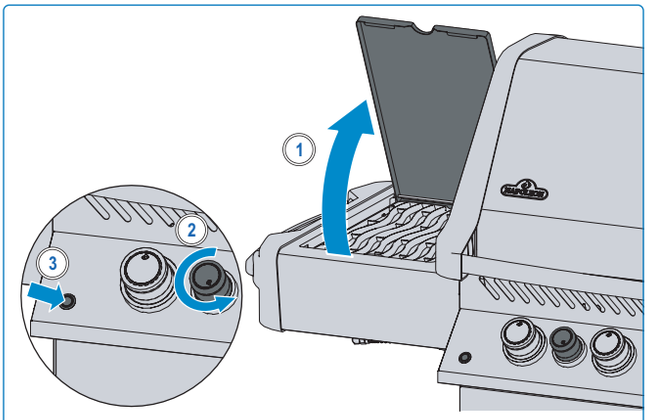

Fig. 7
4. Si le brûleur ne s'allume pas - tournez le bouton de contrôle du brûleur dans le sens des aiguilles d'une montre jusqu'à la position OFF. Attendez 5 minutes. Répétez l'étape 2 et 3. **(Fig. 7).**